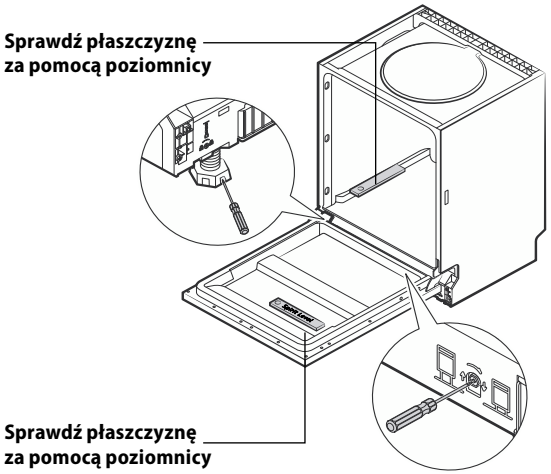

Rys. 16
8. Korzystając z nóżek w przedniej i tylnej części zmywarki wyrównaj zmywarkę do pozycji poziomej. Tylne nóżki można ustawiać w środku zmywarki obracając śrubę w przedniej dolnej części zmywarki (krok 5A). Aby ustawić przednie nóżki zmywarki, obracaj śrubami znajdującymi się w pobliżu przednich nóżek w dolnej przedniej części zmywarki (krok 5B). Dokładność wyrównania należy sprawdzić poziomnicą (Rys. 16).
2. Połóż poziomnicę na całkowicie otwarte drzwiczki zmywarki i do wnętrza zmywarki (Rys. 16). Sprawdź, czy zmywarka jest w pozycji poziomej.